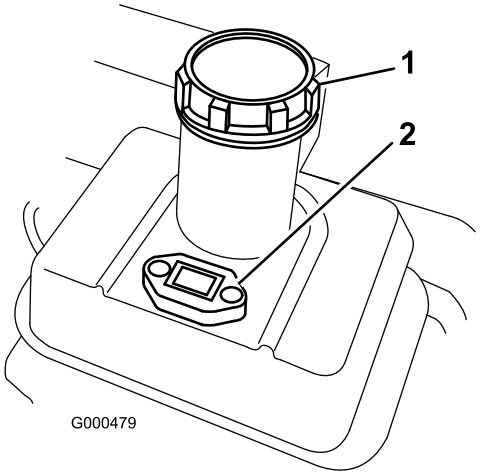

Figur 13
1. Gör rent runt tanklocket och ta bort locket från tanken (Figur 13).